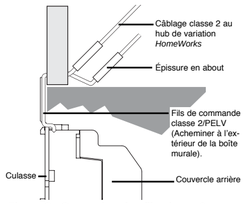

Figure 3 : Connexion des fils classe 2
4. Sertir les fils violet et gris de la commande aux fils classe 2/PELV connectés au HWI-H48. Utiliser les épissures en about fournies (voir la figure 3). Pousser les fils classe 2/PELV et les épissures dans l'ouverture du mur à cloison sèche. Ceci procure la séparation requise par NEC®.